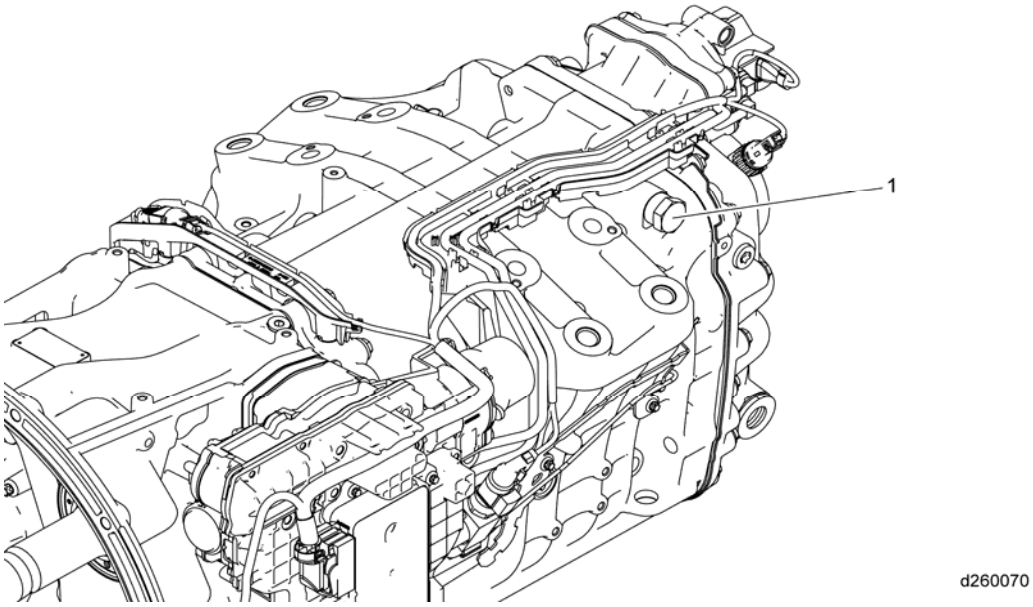

Figure 2 – Range Shift Fork Detent Spring Nut Cap
8. Remove the range shift fork detent spring nut cap (1). As the nut is removed, push in with enough force to prevent the spring from catapulting the nut. After the spring is removed, remove the range detent shaft. See Figure 2.